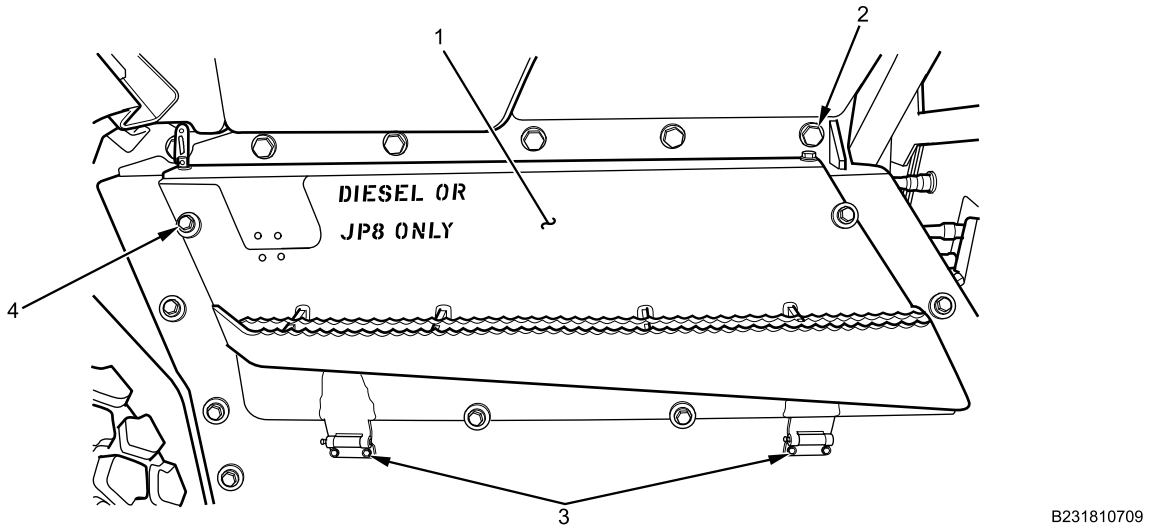

Figure 3. Exterior Fuel Tank Armor Door.
1. With assistant, install fuel tank armor door (Figure 3, Item 1) with four hinge bolts (Figure 3, Item 3).
2. Secure fuel tank armor door (Figure 3, Item 1) with five bolts and washers (Figure 3, Item 4). Tighten all bolts securely.
3. Install rear cab body bolt (Figure 3, Item 2) on cab. Tighten securely.